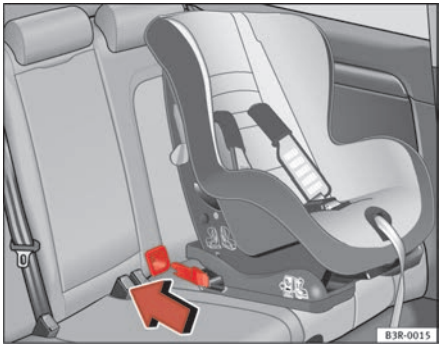

Fig. 33 The ISOFIX child seat anchorings slide along the fitted plastic guides until secured in the vehicle's ISOFIX anchorages
– Slide the child seat anchorages along the plastic guides until secured in the car's ISOFIX rings (when correctly closed, you will hear a “click” and the seat should also have a visual indicator to confirm it is correctly secured) ⇒ fig. 33.